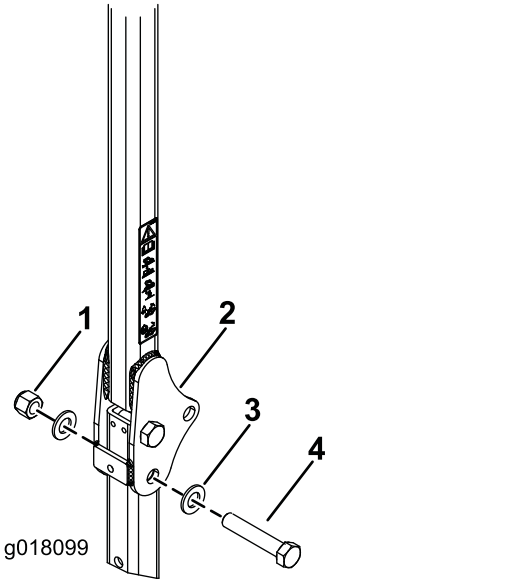

Рисунок 13
3. Установите шайбу (13/16 x 1½ дюйма) на каждый болт (¾ x 4 дюйма), как показано на Рисунок 13.
4. В отверстия, из которых были извлечены штифты, установите болты с шайбами (Рисунок 13).
5. Установите еще по одной шайбе на каждый болт и закрепите с помощью гаек (¾ дюйма), как показано на Рисунок 13. Затяните гайки с моментом от 323 до 396 Н·м.
6. Затяните болт оси поворота конструкции ROPS (Рисунок 13) с моментом 91 – 113 Н·м, чтобы предотвратить любые вибрации защитной дуги и солнцезащитного навеса.